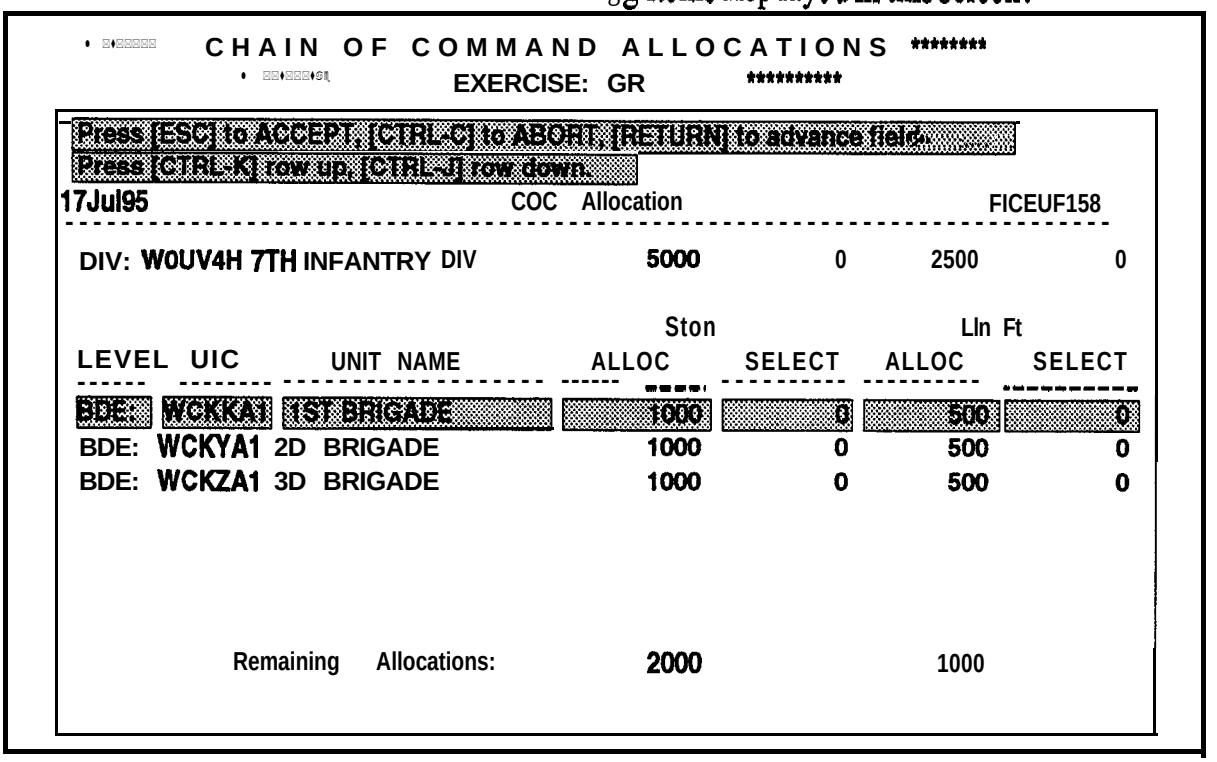

Figure 6-17. Chain of Command Allocations Window
(1) As necessary, press **RETURN** to move the cursor to the field where you want to make the change.
(2) Enter the correct data by typing over the displayed information.. If the old data has more characters than the new data, press the SPACEBAR to remove the excess characters.
(3) As necessary, repeat the procedures in paragraphs **(a)** and (b) until all the data is correct.
(4) When all of your data is correct, press ESC to display the COC Allocations screen as shown in Figure 6-17, with the cursor in the first ALLOC field for the first unit. You should note the following items displayed in this screen: